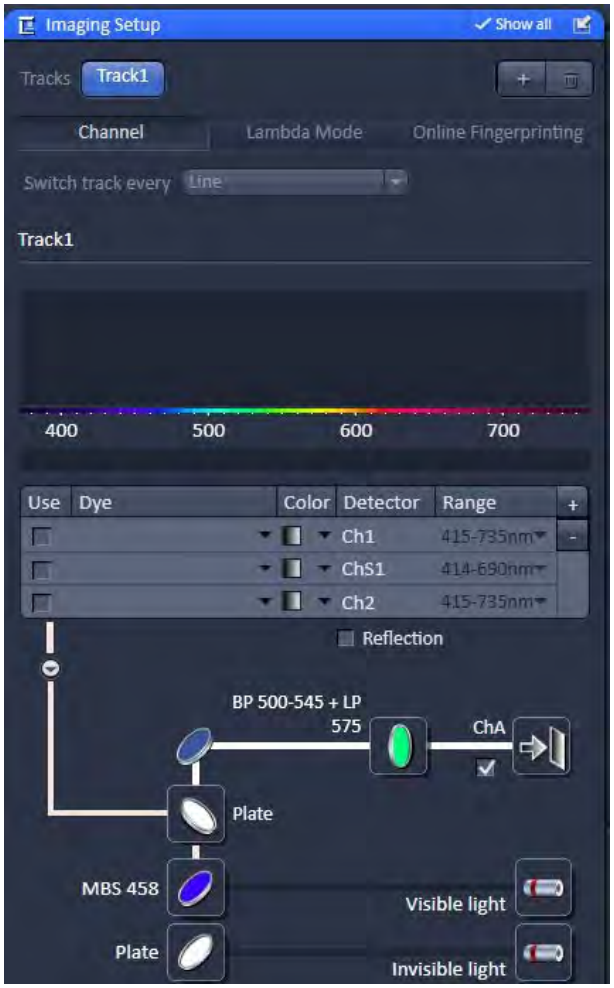

Fig. 118 **Imaging Setup tool: Airyscan detector activation**
- To activate the Airyscan detector, tick the **ChA** checkbox in the beam path (Fig. 118).